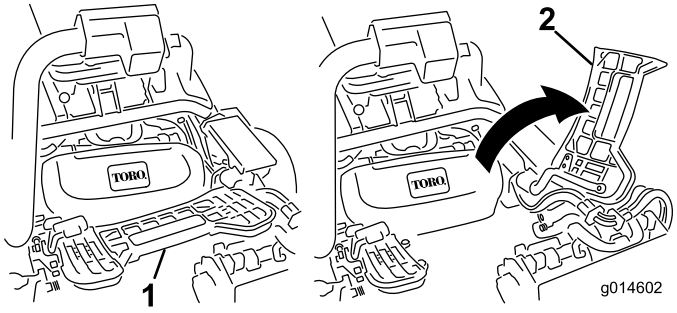

**Figure 12**
7. Si le plateau de coupe central est monté, relevez le repose-pieds pour accéder à la position du plateau de coupe central (Figure 12).